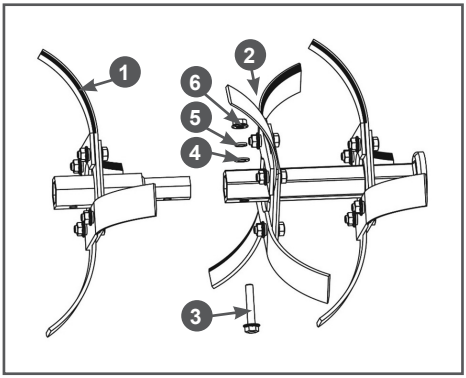

Рис. 9 Соединение основной и дополнительной секций фрезы
2.5 Соедините основную и дополнительную секции фрезы. Вставьте хвостовик дополнительной секции 1 фрезы в ось основной фрезы 2, совместите отверстия и вставьте болт 3 (Рис. 9). Затем установите плоскую шайбу 4 и пружинную шайбу 5, закрутите гайку 6 и надёжно затяните (Рис. 9).